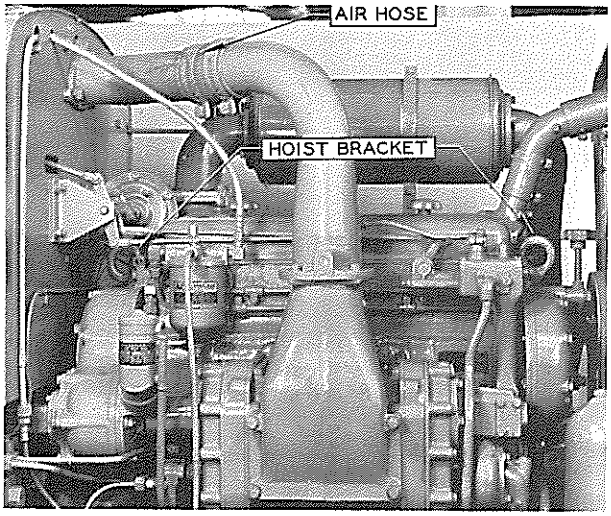

FIG. 6
18. Loosen hose clamps on air tube and intake elbow. Fig. 6.